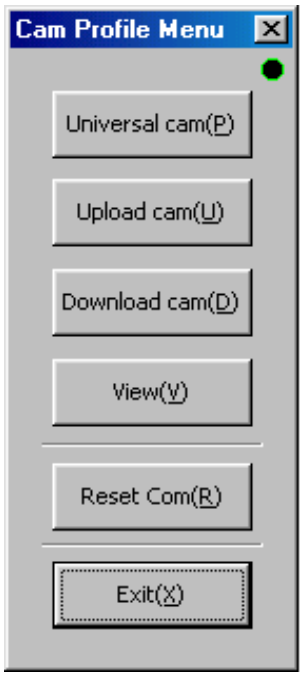

Figure 7.48 "Cam Profile Menu" dialog box
Click *"Parts (C)"* under "MainMenu" to display the "Cam Profile Menu" dialog box (see Figure 7.48).